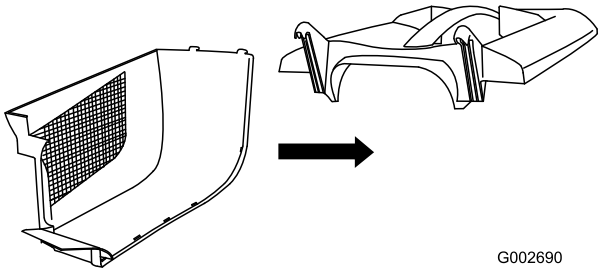

Bild 7
1. Schieben Sie die Seite in die Riegel oben (Bild 7).